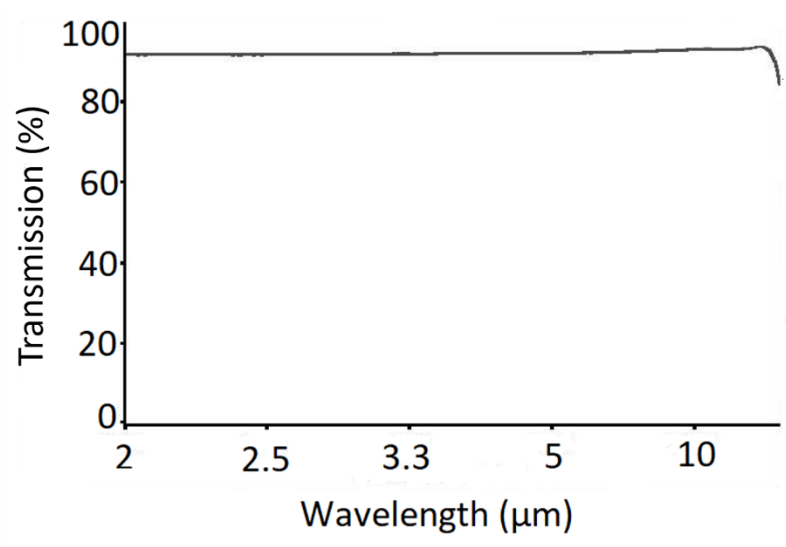

Fig. 3: Transmission spectrum of the FTIR transmission cell window which has a 90% transmission from 250 nm to 25 µm
In Fig. 3 the transmission of a KBr window for FTIR transmission cell is plotted. Though this transmission characteristics seems well compatible for 1.55 µm PL transmission, having a coating on top of the beam splitter may worsen the transmission characteristics in the shorter wavelength side.
The response of the window is in Fig. 3. A 90% flat transmission characteristics is observed from 40000-400 cm^{-1} (**250 nm – 25 µm**).
- **Long pass filter:** Drops at 1.1 µm shown in Fig. 3. A new one is already ordered as mentioned earlier (https://www.edmundoptics.com/p/1000nm-50mm-dia-high-performance-longpass-filter/27835/). The new filter is a longpass filter with a cut-off at 1.02 µm.